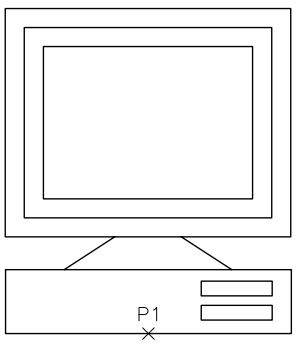

***Figure 17-6** Drawing for Example 1*
1. Draw the sketch of a computer and convert it into a block, as shown in Figure 17-6. Assume the dimensions, or measure the dimensions of the computer you are using for AutoCAD.